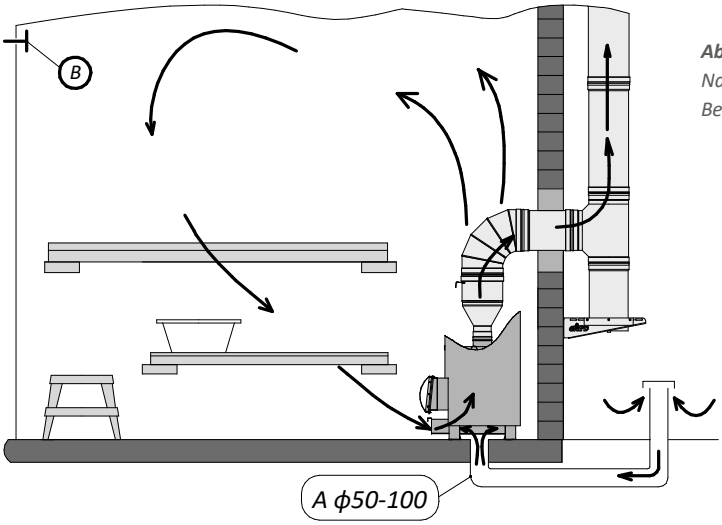

***Abbildung 1**. Natürliche Belüftung*
1) Natürliche Belüftung (Abbildung 1):